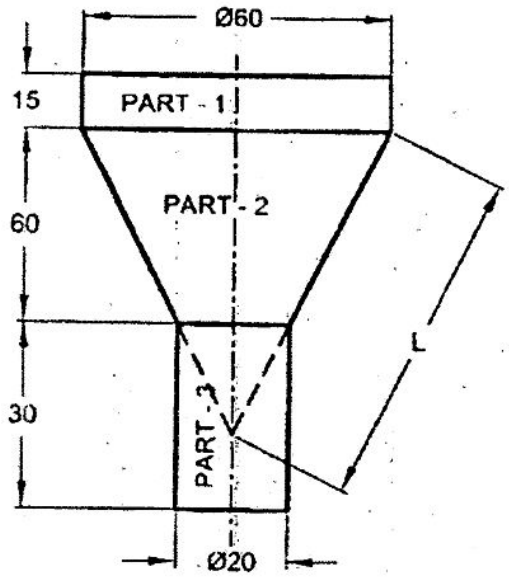

Figure 1 (شكل 1)
(2) All questions carry equal marks.]
5. Draw the development of a funnel as given in the figure 1.